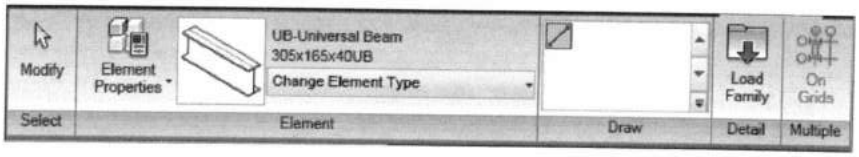

Рис. 42.8. *Раздел Place Beam ленты при установке балки*
1. На ленте **Home** (Главная) в разделе **Structure** (Конструкция) выбрать команду **Beam** > **Beam**. Произойдет переход на вложенную ленту **Place Beam** (рис. 42.8).
1. На ленте **Home** в разделе **Structure** выбрать команду **Beam > Beam**. Произойдет переход на ленту **Place Beam** (рис. 42.8).
2. На ленте **Home** (Главная) в разделе **Structure** (Конструкция) выбрать инструмент **Brace** (Раскос). Произойдет переход на вложенную ленту **Place Brace** (Разместить раскос), структура которой идентична ленте **Place Beam** (Разместить балку) (см. рис. 42.8).